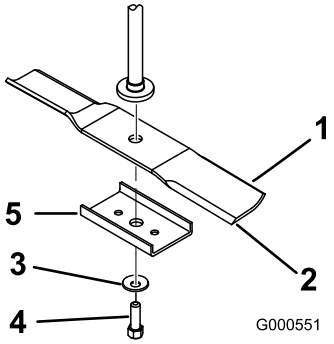
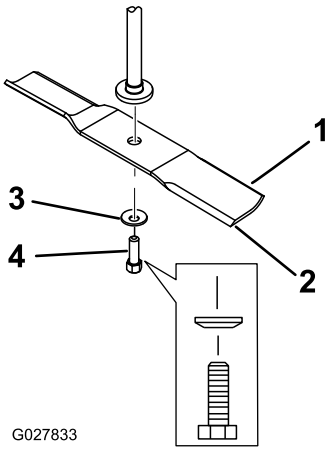

Figuur 52
Figuur 53
2. Verwijder de mesversteviger (uitsluitend bij maaidekken van 81 cm), de mesbout, de klemring en het mes van de spilas (Figuur 52 en Figuur 53).
1. Monteer het mes op de as (Figuur 53).
2. Monteer de mesversteviger (uitsluitend bij maaidekken van 81 cm), de klemring (holle kant naar het mes toe) en de mesbout (Figuur 53).